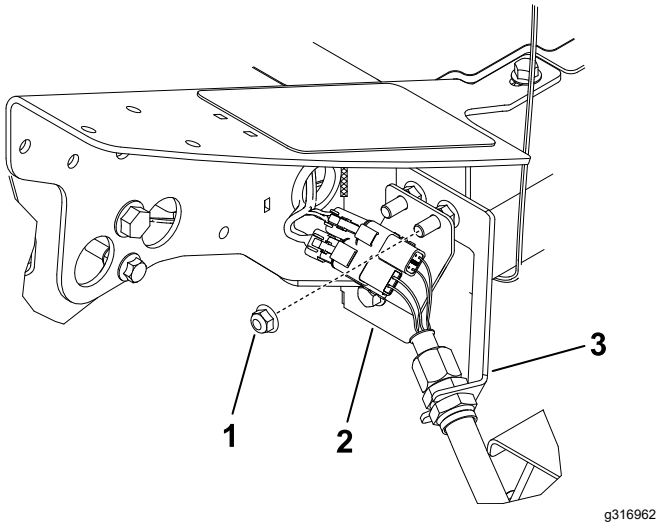

Figur 26
1. På forreste venstre hjørne af stellet (placering af klippeenhed nr. 4) fjernes den ekstra flangemøtrik på bolten, der fastgør skotbeslaget til maskinen (Figur 26).
3. Sæt mellempladen på skottets monteringsbolte med ledningerne placeret som vist i Figur 26.